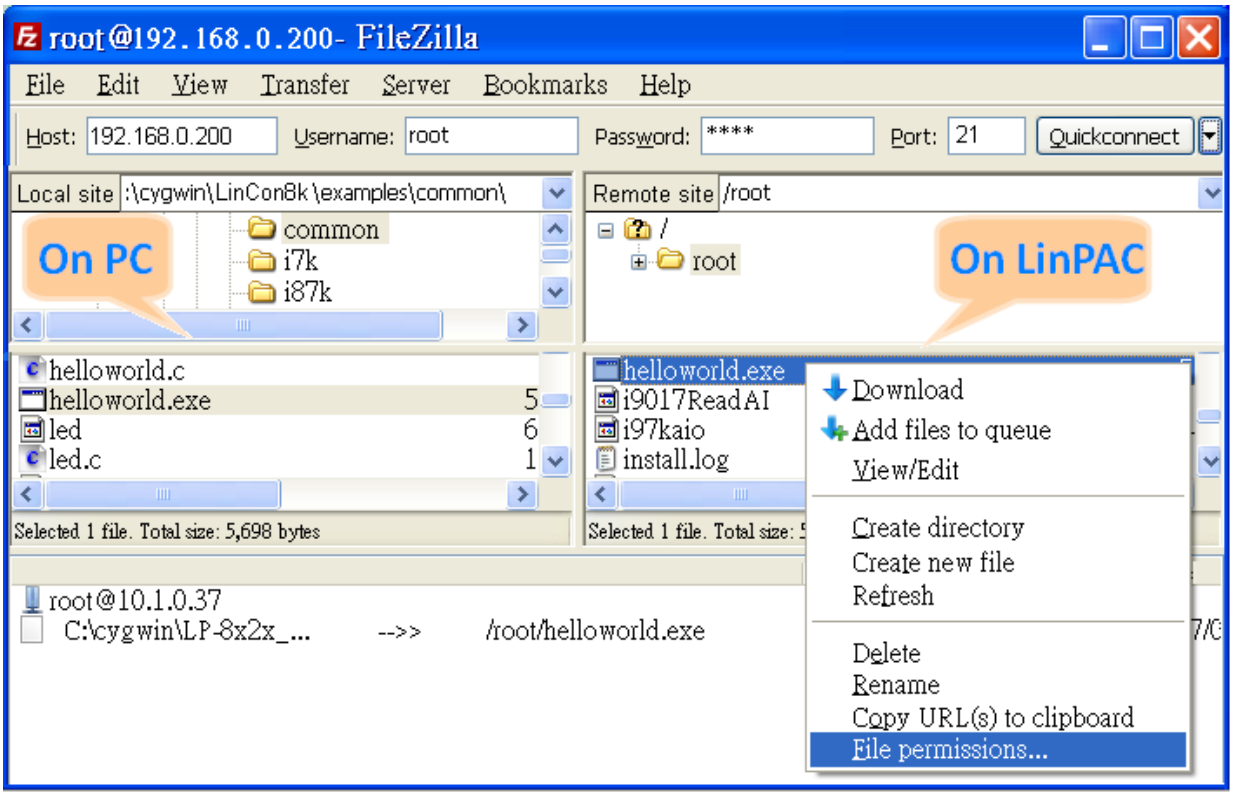
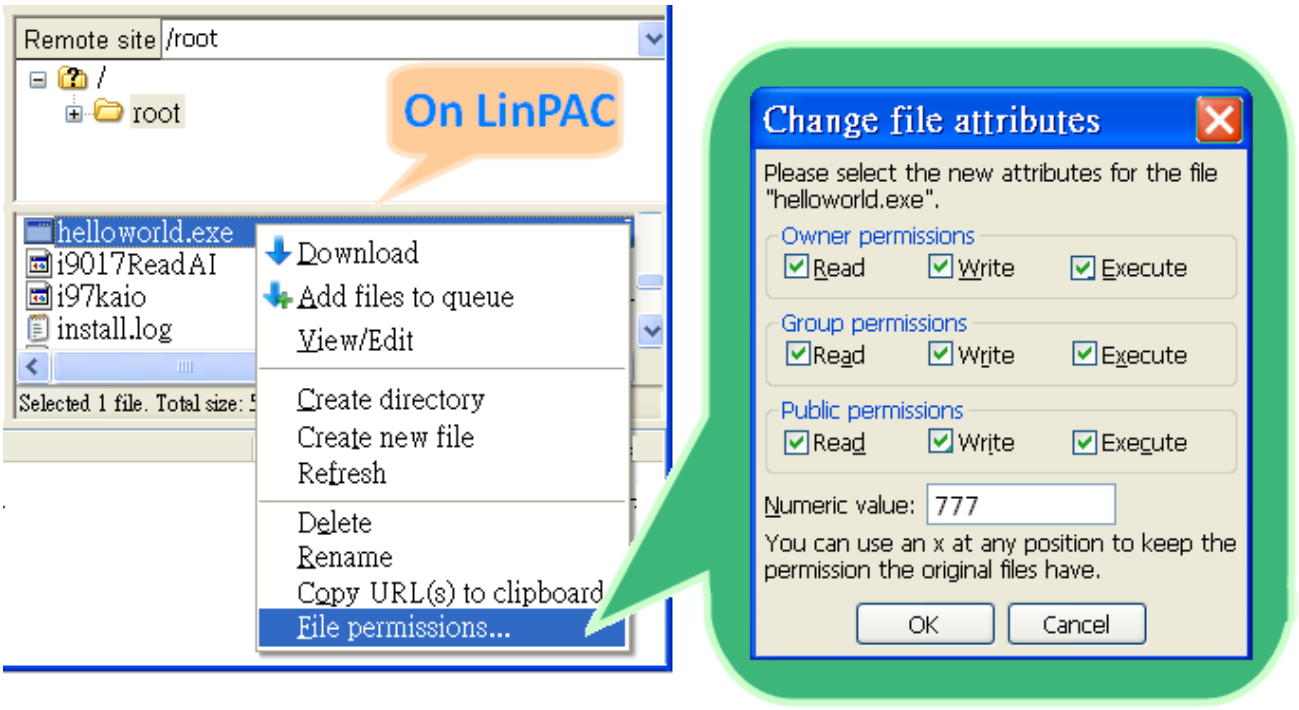

Fig.5-8
Fig.5-9
(4) Click the helloworld.exe file in the LP-8x4x to select it and then right click the file icon and click the **“Permissions”** option. In the Properties dialog box, type 777 into the Numeric textbox, and then click the OK button. Refer to Fig. 5-8 and Fig. 5-9 for more details.